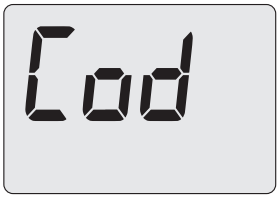

Figura 5.25
- Scorrere i vari parametri utilizzando i tasti 13 o 14 fino a far apparire sul display LCD le lettere **Cod**, indicanti l'entrata nel "parametro Cod" (Figura 5.25) che poi visualizza tre trattini "**- - -**" fissi.